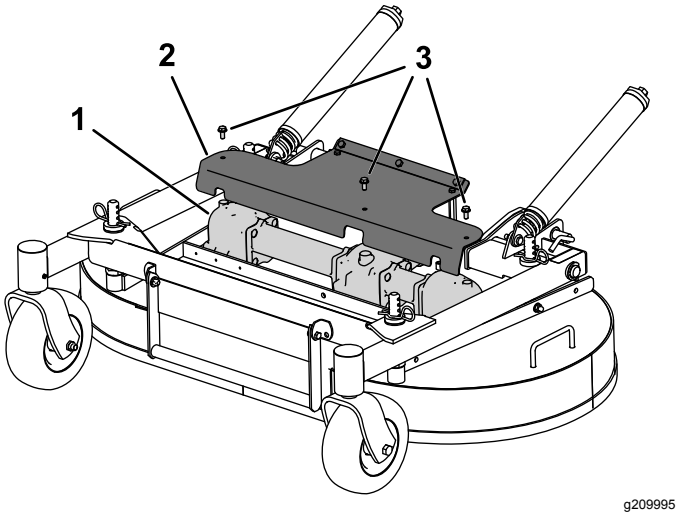

Figuur 34
3. Verwijder de kap zodat u bij de tandwielkast kunt (Figuur 34).